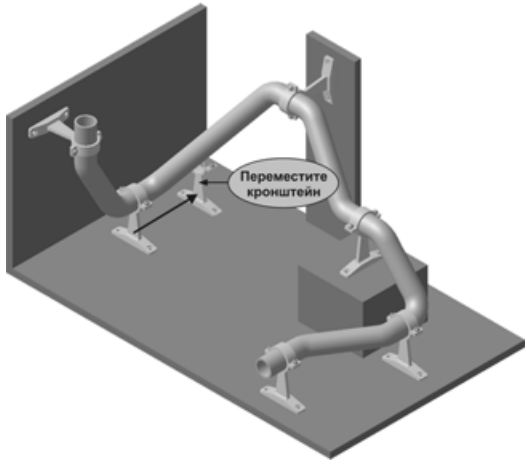

Рис. 8.79
- Переместите второй кронштейн вдоль стенки основания (рис. 8.79) и перестройте сборку.